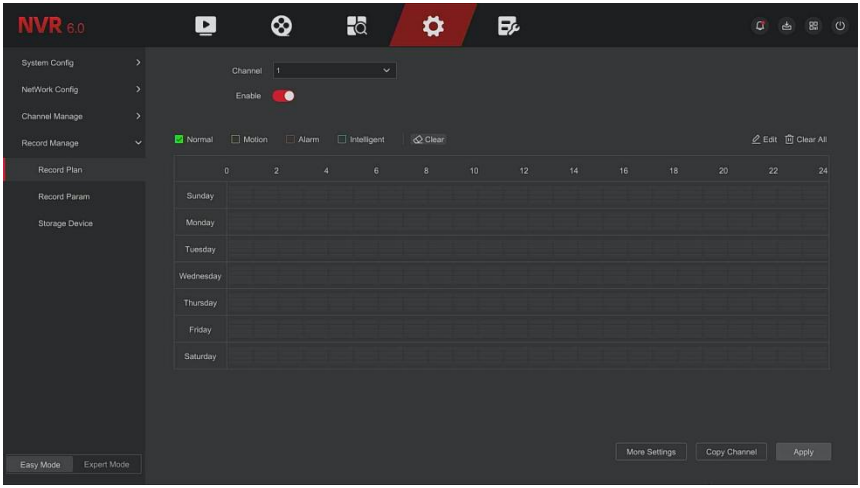

Figure 5-47
Step 1: In the main menu, click " Config → Easy Mode → Record Manage →Record Plan" to enter record plan setup interface, as shown in Figure 5-47 below.